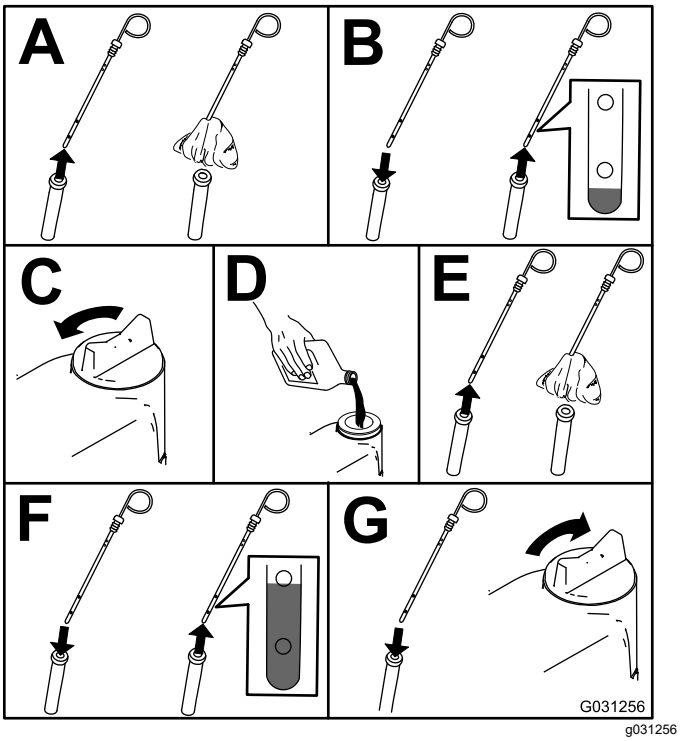

Figuur 50
2. Controleer het oliepeil in de motor; zie Figuur 50.